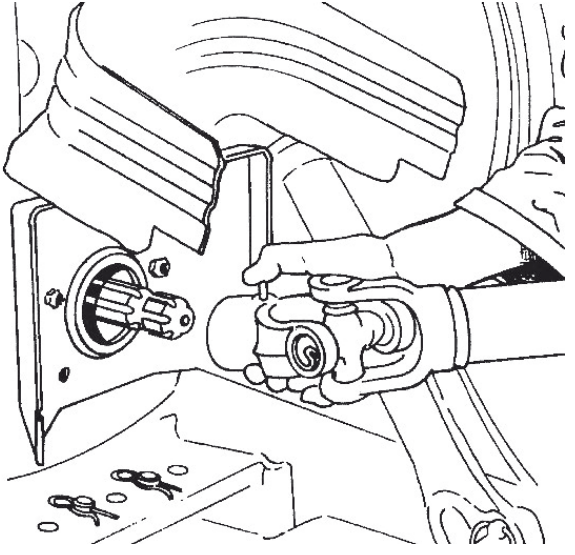

Figura 5
- Acoplar el lado estriado en el eje de salida del (TDF) del tractor, conforme figura 5. Observar que el enganche solo se completa cuando la traba saltar.